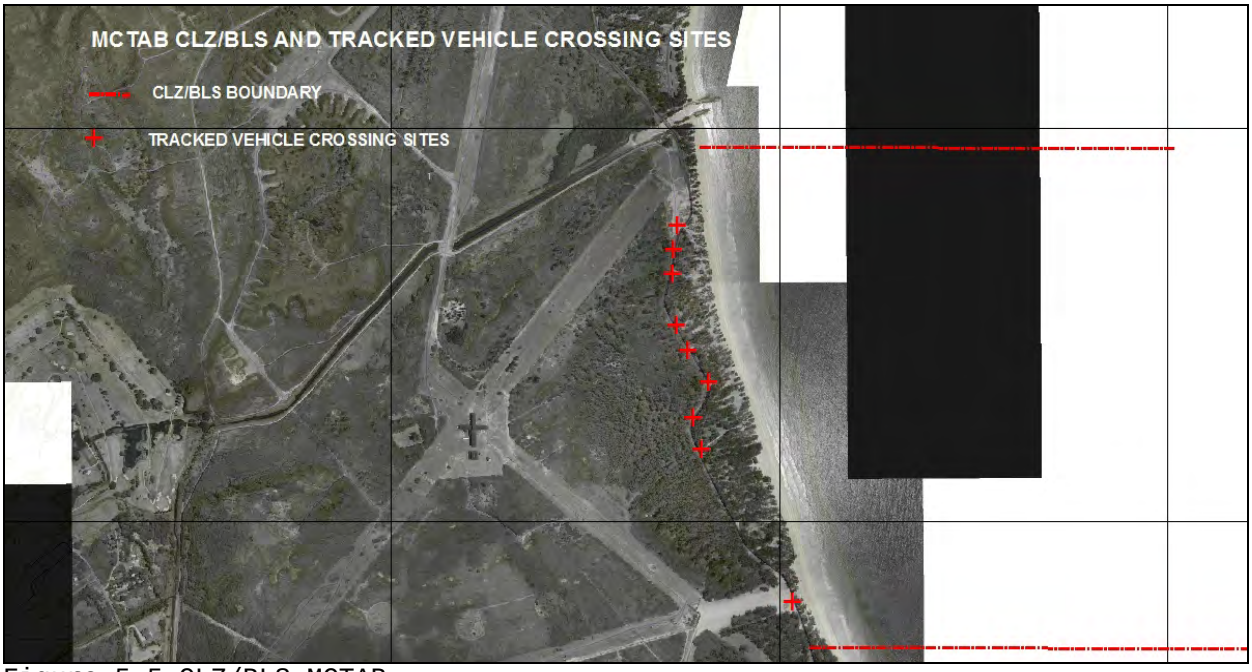

Figure 5-5 CLZ/BLS MCTAB
1. CLZ MCTAB is located aboard MCTAB and has been established as a CLZ. The location of CLZ MCTAB is detailed in Figure 5-5.